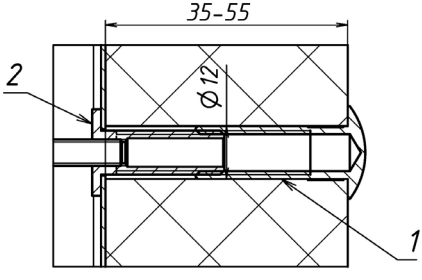

Рисунок 2
2.2 При монтаже якоря на полотне двери со сквозным отверстием применяется втулка резьбовая (1) (рисунок 2). Диаметр отверстия под втулку резьбовую – 12 мм.